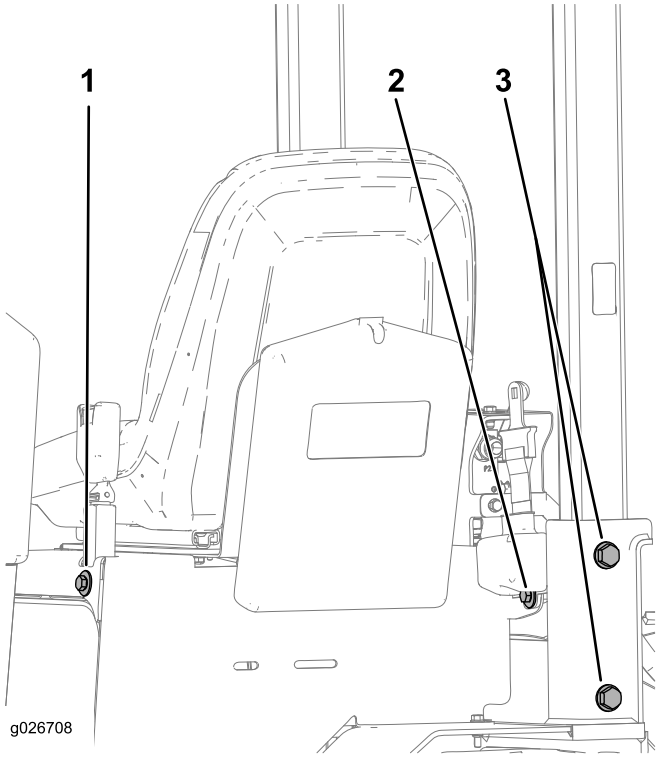

Figure 43
1. Vérifiez que les 4 boulons qui fixent l'arceau de sécurité au châssis de la machine sont serrés à un couple de 203 à 223 Nm (150 à 165 pi-lb); voir Figure 43.
2. Vérifiez que les boulons et écrous qui fixent l'enrouleur et la boucle de la ceinture de sécurité au siège sont serrés à un couple de 104 à 115 Nm (77 à 85 pi-lb); voir Figure 43.